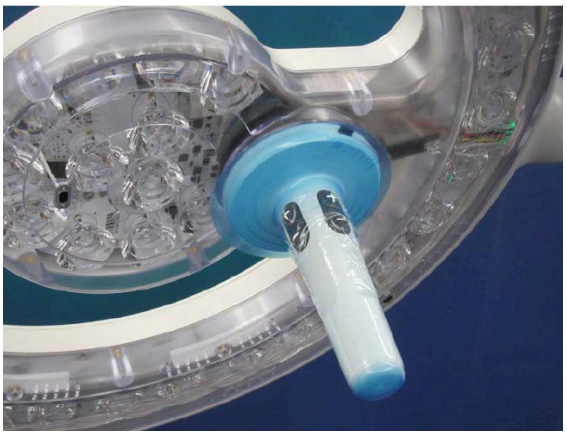

Figure 6-31. Installed Disposable Sterile Light Handle Cover
2. Push sterile cover completely onto light handle. See *Figure 6-31*.